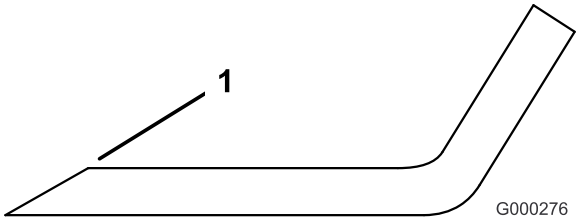

**Figure 92**
1. Au moyen d'une lime, aiguisez les tranchants aux deux extrémités de la lame (Figure 92) Veillez à conserver l'angle de coupe d'origine. Limez la même quantité de métal sur chacun des deux tranchants pour ne pas déséquilibrer la lame.